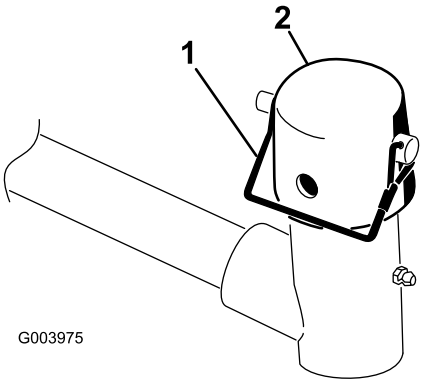

Figur 6
7. Fjern låsestiften og hetten fra løftearmens dreiegaffel (Figur 6).
11. Fest hetten og bærerammeakselen til løftearmsgaffelen med låsestiften. Bruk åpningen hvis en klippeenhet med styring er ønsket eller bruk hullet hvis klippeenheten skal være i låst posisjon (Figur 6).